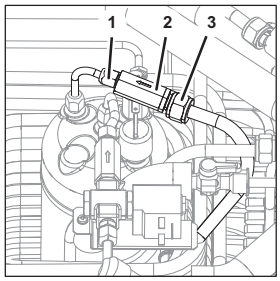

Fig. 70
1. Release the couplings (Fig. 70/1 and 3) on the non-return valve (Fig. 70/2).
2. Lift the non-return valve (Fig. 70/2) out of the unit.
5. Attach the non-return valve (Fig. 70/2) using the couplings (Fig. 70/1 and 3).